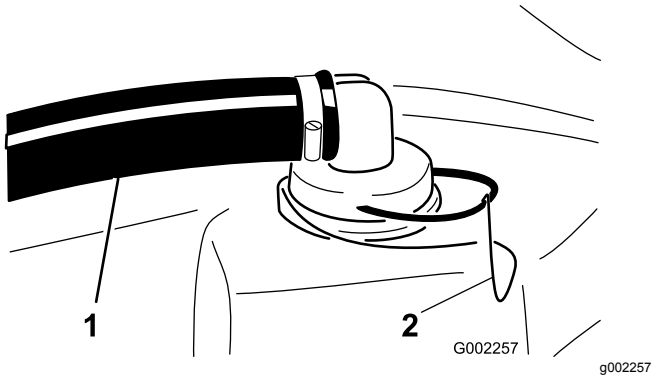

Figur 48
2. Ta bort hållaren från den röda kopplingen på den stora slangen ovanpå tanken (Figur 48).
3. Lossa slangen från tanken (Figur 48).